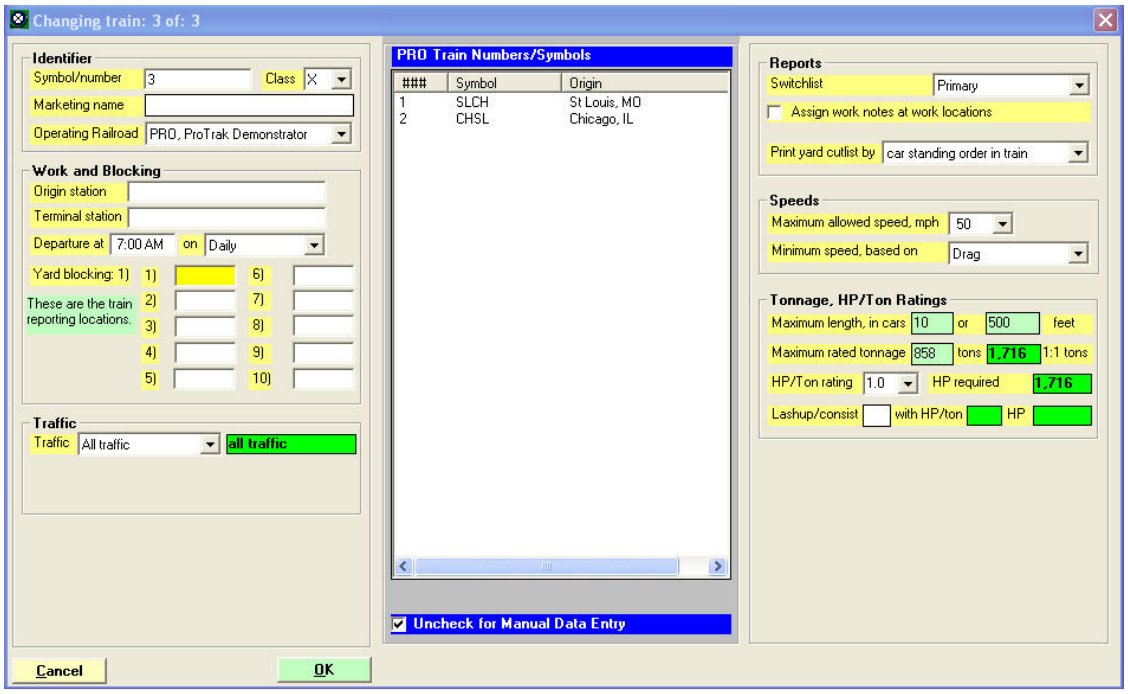

Figure 5-24
2. On the ProTrak toolbar, click on "Edit" then chose "New Train" from the dropdown list. Figure 5-24 shows what the window will look like.